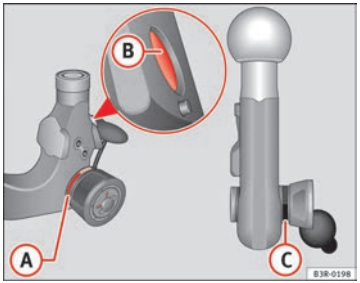

Fig. 168 Removable towing bracket: Ball joint
– Check that the red marking (A) ⇒ Fig. 168 on the knob is inside the black zone marked on the ball joint.
– Check that the locking pin (B) is inside the holes in the shaft section of the ball joint.
– Check that the knob protrudes visibly from the ball joint, so that there is a clear gap (C) between the knob and the ball joint.